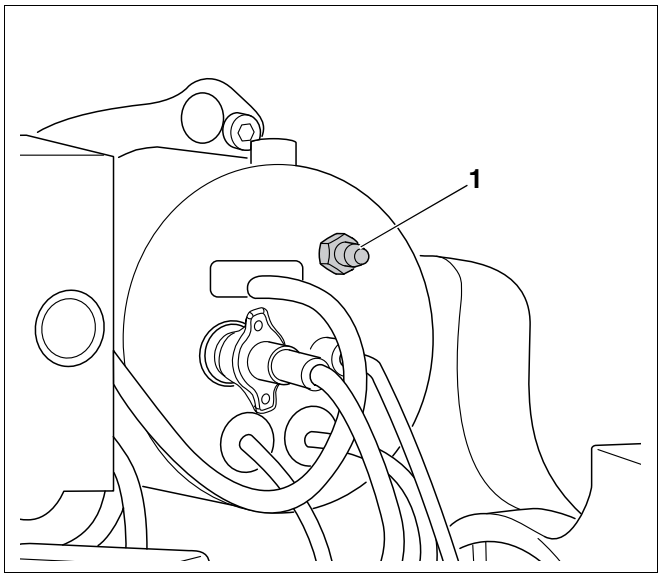

Fig. 36 Punto di rilevamento della pressione statica dell'aria soffiata
- Collegare l'apparecchio di misurazione per la pressione statica dell'aria soffiata all'ugello di misurazione della pressione (fig. 36, **pos. 1**).